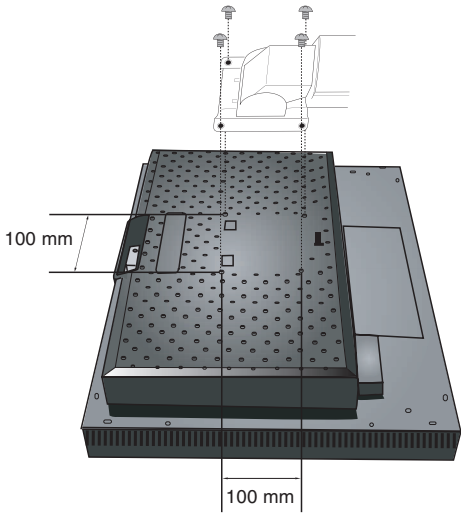

Figura F.1
2. Utilizzare le 4 viti dopo aver smontato il supporto e attaccare il braccio al monitor (**Figura F.1**).